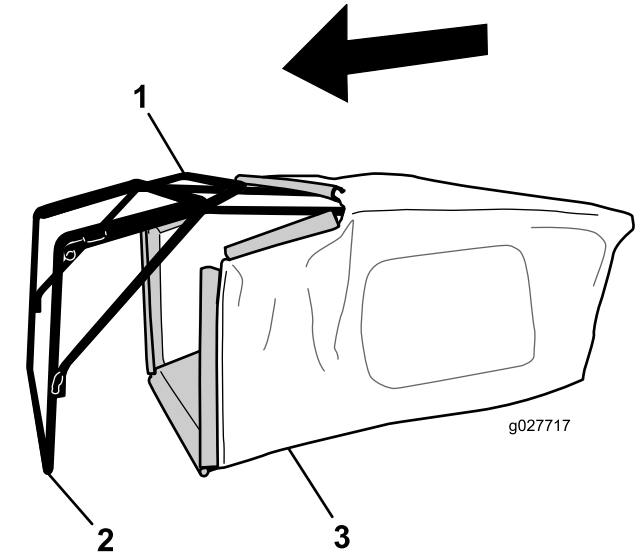

Rysunek 8
1. Nałóż worek na trawę wokół ramy w sposób pokazany na Rysunek 8
Informacja: Nie nakładaj worka na uchwyt (Rysunek 8).